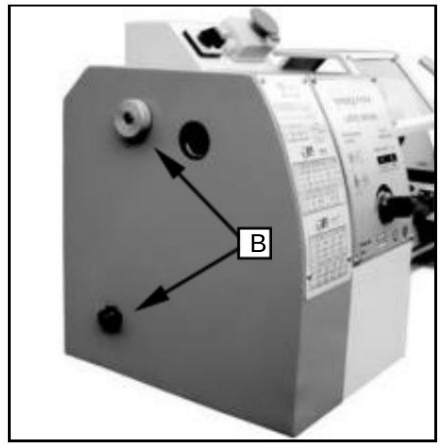

Afbeelding 15
1. Draai de twee bevestigingsschroeven (B, Afb. 15) los en Verwijder de beschermkap.